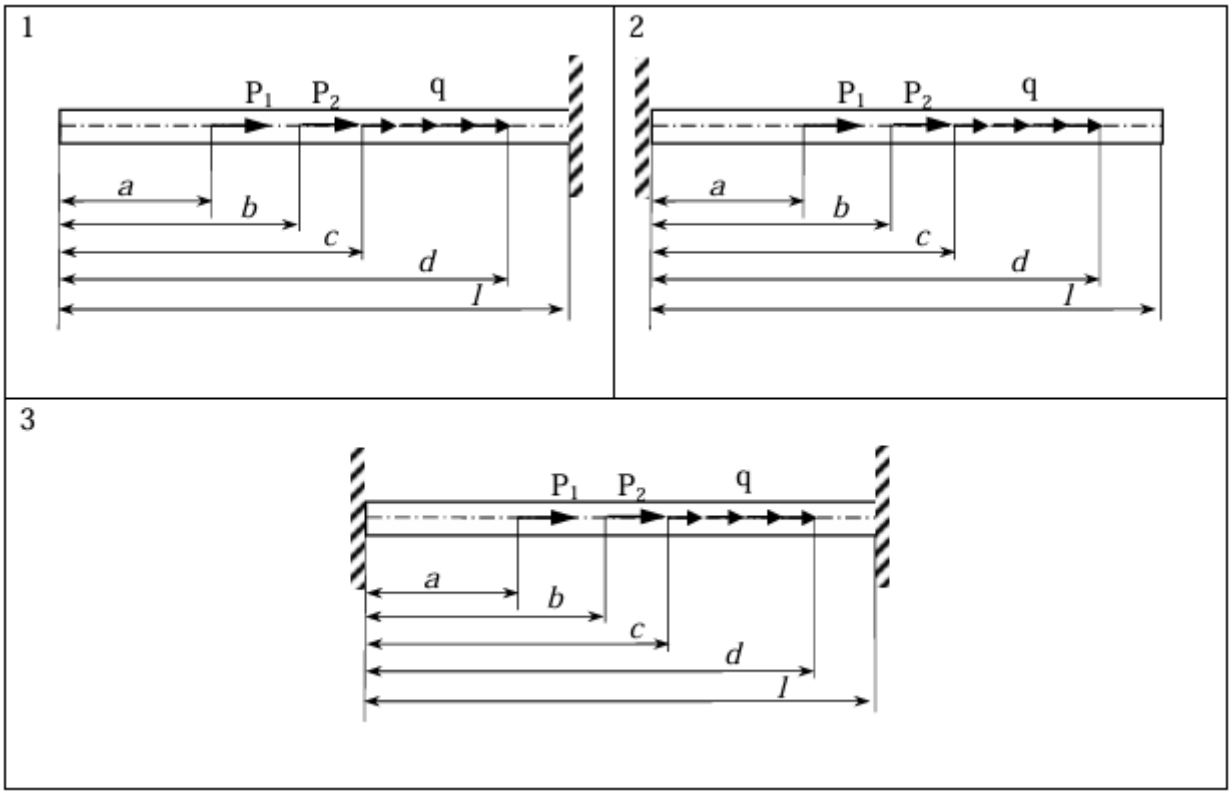

Рисунок 1 – Растяжение-сжатие
– в задаче на растяжение-сжатие (рис. 1) подобрать размер квадратного поперечного сечения;
Рис.1	*а)* $T_1=2m_1\omega_2^2R_2^2$; *б)* $T_1=\dfrac{m_1\omega_2^2}{2}$; *в)* $T_1=\dfrac{m_1\omega_2^2R_2^2}{2}$.
13. Сумма работ внешних сил механической системы (рис. 1) на перемещении S_1 равна:	*а)* $\sum A_k^e=P_1S_1+P_2\cdot S_1$; *б)* $\sum A_k^e=m_1gS_1$; *в)* $\sum A_k^e=m_1gS_1+m_2gS-N_2\cdot S_1$.